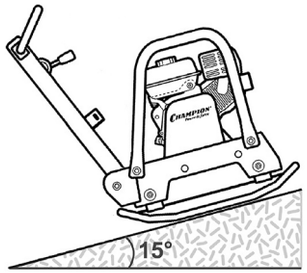

Рис. 13 Максимальный угол наклона виброплиты
13. Будьте предельно внимательны при работе на склонах. Максимальный угол наклона не должен превышать 15° (Рис. 13). На максимальных углах наклона следует подниматься задним ходом, чтобы предотвратить опрокидывание виброплиты.